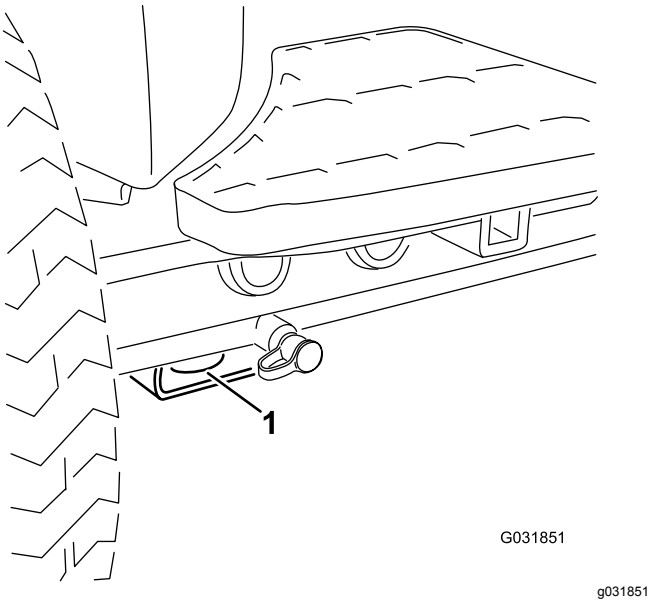
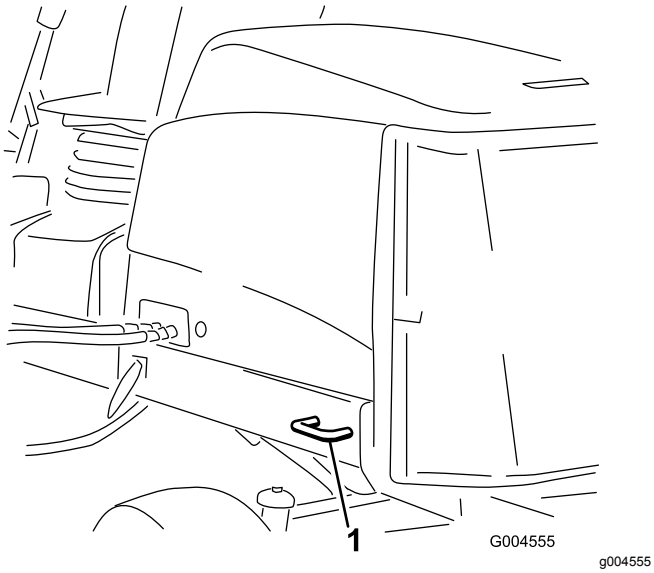

Figuur 57
Figuur 58
banden, kettingen, kabels of touwen (Figuur 57 en Figuur 58).
- Voor – de opening in het rechthoekige blok, onder de asbuis, aan de binnenzijde van beide voorwielen (Figuur 57)
- Achter – Beide zijden van het achterframe van de machine (Figuur 58)